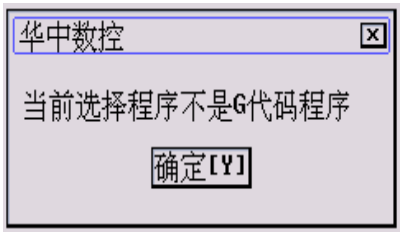

图 7.4.2 提示文件类型错
(3) 连续按 Tab 键将蓝色亮条移到“搜寻”栏；
(4) 按▼键弹出系统的本地盘和网络盘，用▲、▼选择网络盘，如[X:]；
(5) 按 Enter 键，文件列表框中显示被选网络盘的目录和文件；
(6) 按 Tab 键进入文件列表框；
(7) 用▲、▼、►、◄、Enter 键选中想要编辑的网络程序的路径和名称；
(8) 按 Enter 键，如果被选文件不是零件程序，将弹出如图 7.4.2 所示对话框，不能调入文件；